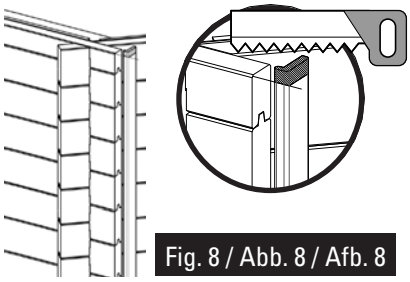
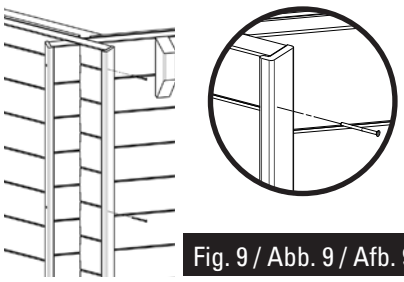

Fig. 8 / Abb. 8 / Afb. 8
Fig. 9 / Abb. 9 / Afb. 9
• Position the L trimming on the ends of the boards. • Cut off the excess part of the trimming according to the height of the pool if necessary (figure 8).
• Fix trimming L using 3 screws 4 x 60 uniformly distributed over the height of the piece (figure 9).
• Présentez le cache L sur les extrémités des madriers. • Coupez l'excédent de cache selon la hauteur du bassin si nécessaire (figure 8).
• Fixez le cache L à l'aide de 3 vis 4x60 également réparties sur la hauteur (figure 9).
• Legen Sie die Zierleiste L auf die Enden der Bretter. • Falls erforderlich, schneiden Sie das, was von der Zierleiste übersteht, je nach Höhe des Beckens (Abb. 8) ab. • Befestigen Sie die Zierleiste L mit Hilfe von 3 Schrauben 4 x 60 gleichmäßig auf der Höhe (Abb. 9).
• Plaats sierlijst L op de uiteinden van de planken. • Indien nodig, overtollige stukken van de sierlijst afsnijden, afhankelijke van de hoogte van het bassin (afbeelding 8). • Zet de sierlijst L vast met behulp van 3 schroeven 4 x 60 gelijkmatig over de hoogte verdeeld (afbeelding 9).